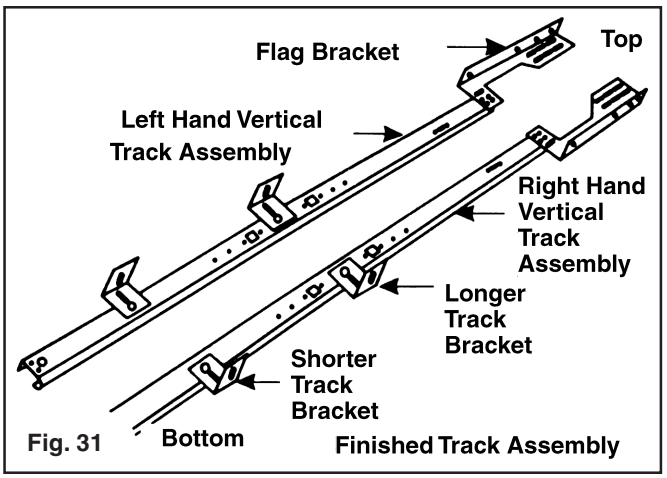

Fig. 31
**Step 1:** Loosely fasten the track brackets to the vertical track using one 1/4" x 5/8" track bolt and 1/4" flange nut as shown with the head of the bolt inside the track. There are two sizes of brackets. The smaller bracket goes closest to the bottom end. The flat side of the track goes toward the wall. (FIG. 31)